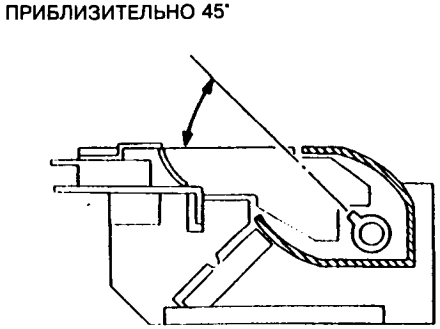

Рис.4 Установка лампы экспонирования
1. Установить лампу экспонирования так, чтобы выступающая часть была направлена под углом приблизительно 45°, как показано на рис.4.